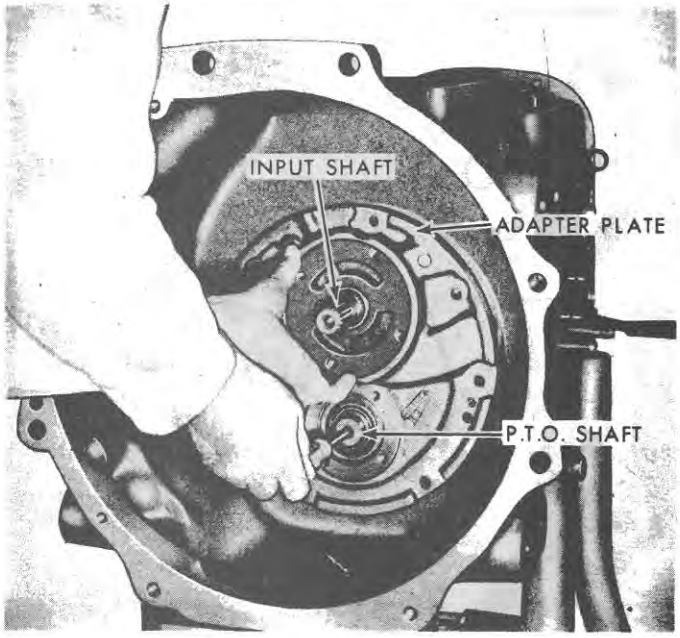

Figure 87
3. Install the two front shaft seals on the input shaft and center them, using petroluem jelly. Install the pump adapter plate and gasket, as shown in Figure 87, and secure with six bolts and one nut. Tighten the bolts to the specified torque, page 83.
11. Install the pump adapter plate and gasket, holding the P.T.O. shaft up, as shown in Figure 87, and secure with six bolts and one nut. Tighten to the specified torque, page 83.